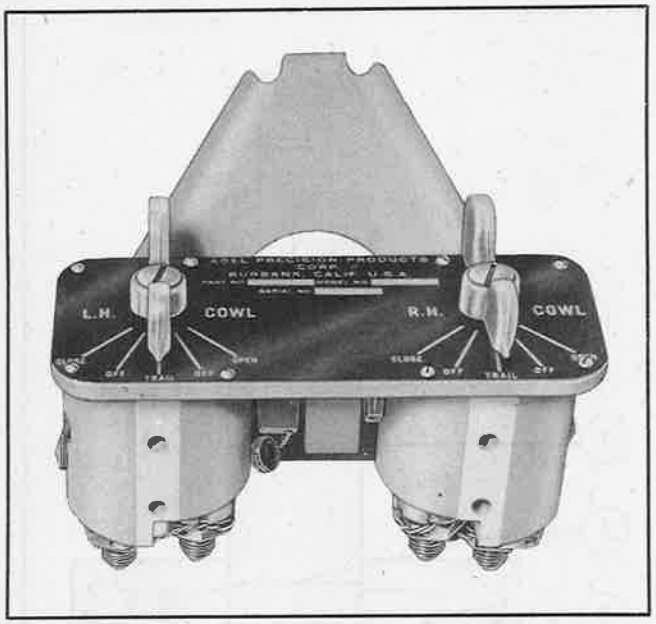

Figure 421—Cowl Flap Control Valve and Bracket Assembly
(See figures 421 and 422.)
(d) TESTS BEFORE INSTALLATION.—Refer to figures 421 and 422 for fluid leak tests of the cowl flap control valve.
7. Assemble the valve and check for fluid leakage as instructed in figures 421 and 422.
KEY TO FIGURE 421